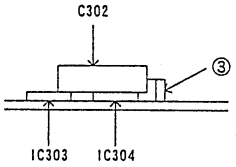

Figure 2 Installing C302
Place product ③ on the leads and install the capacitor covers over IC303, IC304 as shown in Figure 2.